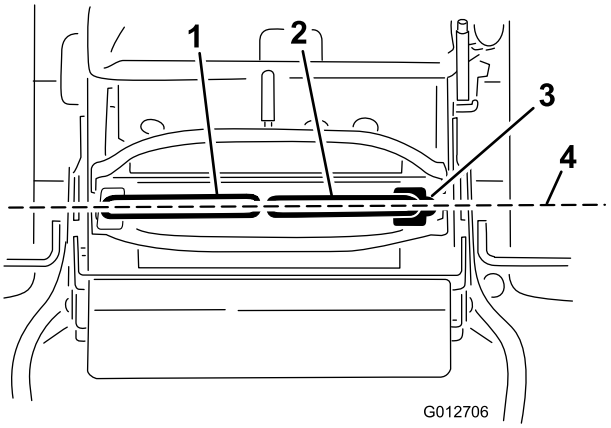

**Figur 72**
**Viktig: Pass på at gressklipperens sporing er korrekt når du har justert bevegelseskontrollspakene. Justering av sporingen og tilpasning av bevegelseskontrollspakene på langs er samme prosedyre (Figur 72).**
1. Når spakene står på linje horisontalt, kontrollerer du om de står på linje på langs ved å skyve kontrollspakene forsiktig forover for å fjerne slakken i forbindelsen for kontrollspakene (Figur 72).